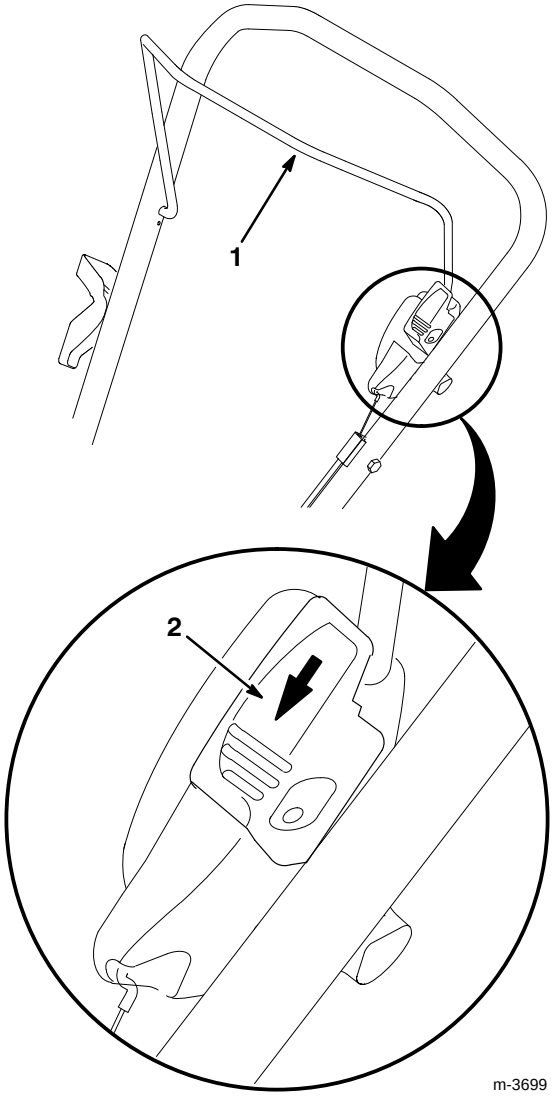

Figure 17
3. Pull control bar toward handle while pushing down slide on control (Fig. 17).